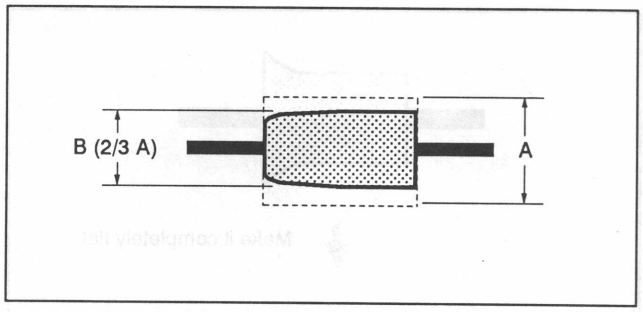

Fig. 7-70.
5) Set the SEL switch of the track shift & monitor jig to ON, then turn the track shift knob until the RF waveform amplitude becomes 2/3. (See Fig. 7-70.)